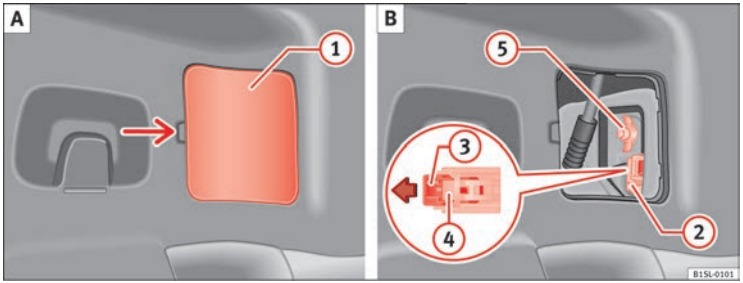

Fig. 156 On the side of the luggage compartment: A: Remove the cover, B: Removing the tail light units
3. Carefully remove the cover (1) towards the lever ⇒ Fig. 156 **A**.
4. Pull the release (3) in the connector (2) in the direction of the arrow ⇒ Fig. 156 **B**. Use the screwdriver in the vehicle tool kit.
5. Press position (4) and remove the connector (2) ⇒ Fig. 156 **B**.
6. Unscrew the wing nut (5) ⇒ Fig. 156 **B**.
13. Support the tail light with one hand in the assembly position and securely screw the wing nut with the other (5) ⇒ Fig. 156 **B**.
15. Insert the connector (2) into the bulb holder and press the lock (3) on the connector in the opposite direction to the arrow ⇒ Fig. 156 **B**.